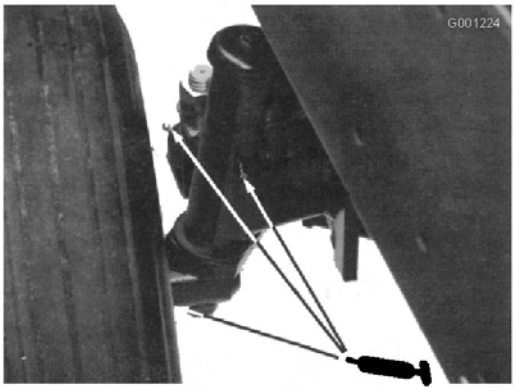

Figure 41
- Bagues d'axes de roues arrière (Figure 41)